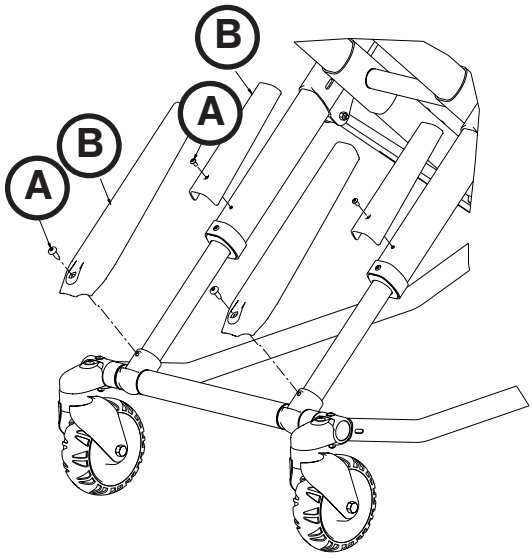

Figura 79
2. Con un cacciavite Torx T27, rimuovere le tre viti con testa a croce piatta (A) che fissano la protezione del telaio a X (B) al tubo interno (vedere Figura 79).
4. Rimuovere la protezione del tubo esterno del telaio a X e metterlo da parte per riutilizzarlo sul nuovo tubo esterno (vedere Figura 79 a pagina 5-72).